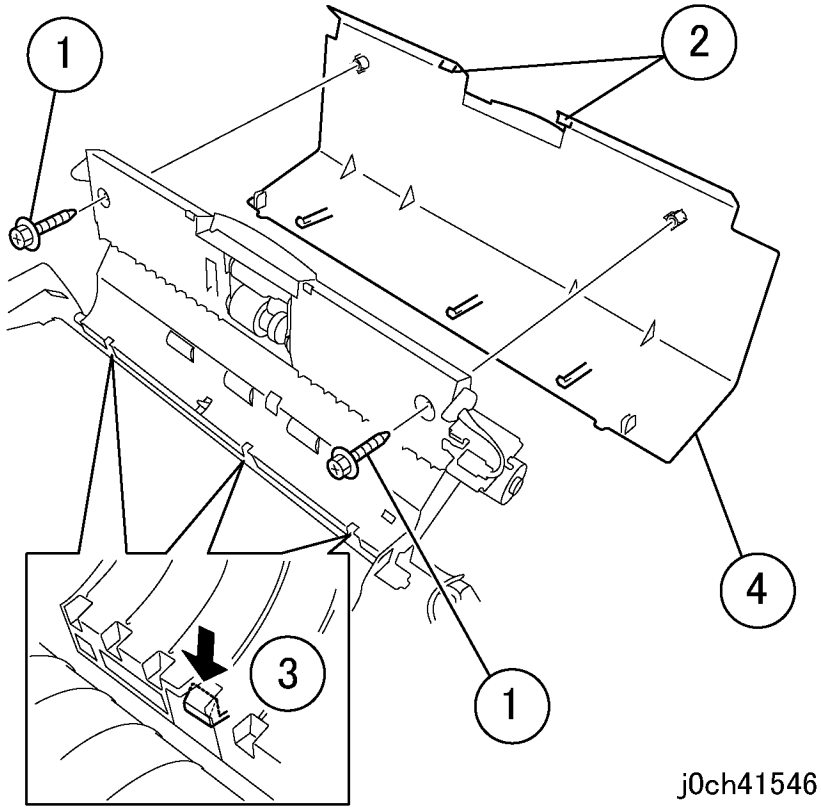

Рисунок 1 Снятие верхней крышки (j0ch41546)
2. Снимите верхнюю крышку (рисунок 1).